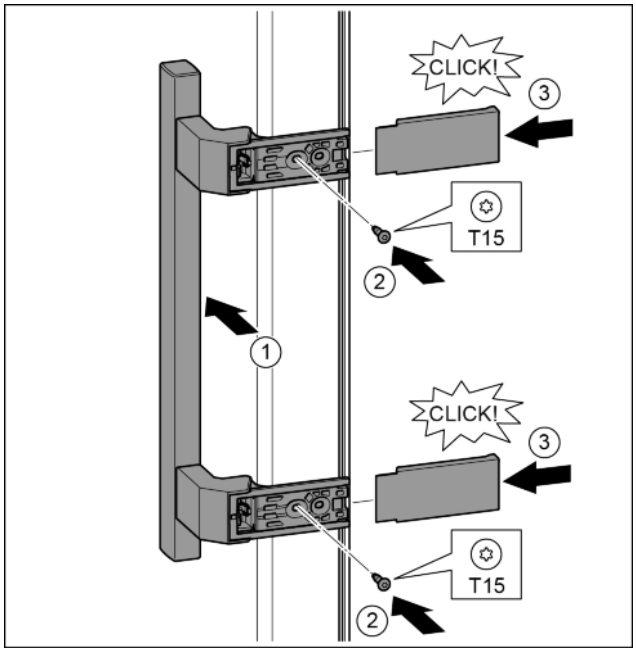

Fig. 32
▶ Position the handle on the other side. *Fig. 32 (1)*
▶ Tighten the screws with the T15 screwdriver. *Fig. 32 (2)*
▶ Position the covers on the side and push in. *Fig. 32 (3)*